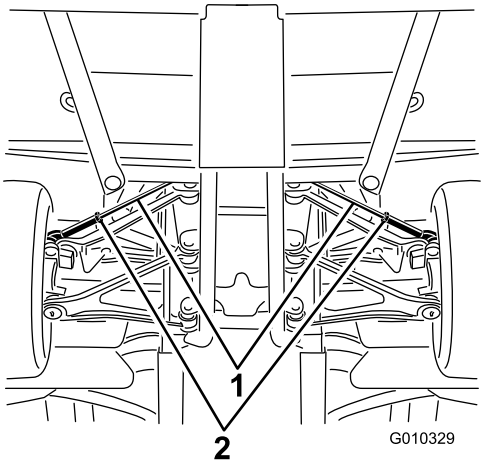

Figur 55
A. Løsne låsemutteren midt på parallellstaget (Figur 55).